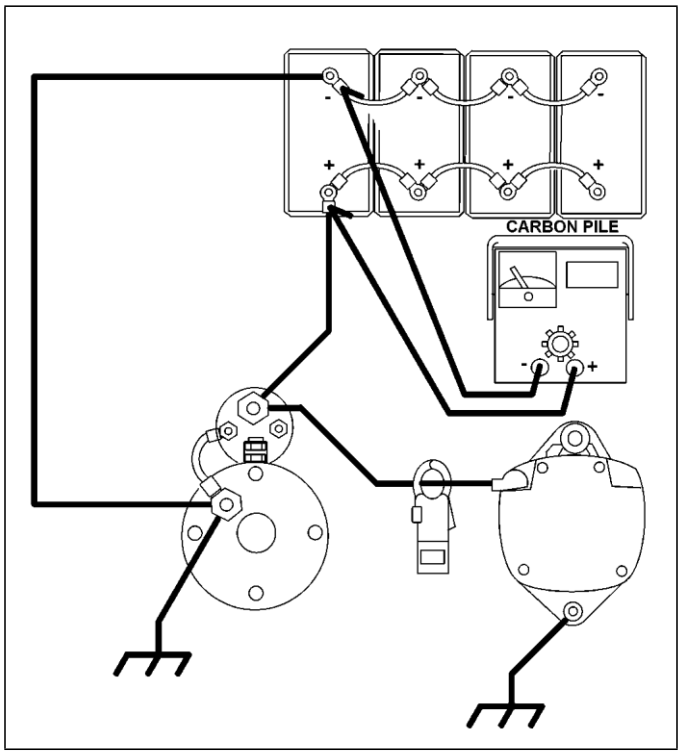

Figura 15-56
1. Conecte un probador VAT a las baterías del vehículo conectando los cables positivo (+) y negativo (-) de la máquina a las terminales positiva (+) y negativa (-) de la batería. Sujete el cable inductivo alrededor del cable positivo (+) del alternador con la flecha del captador inductivo apuntando en sentido opuesto al alternador. **Ver** Figura 15-56.